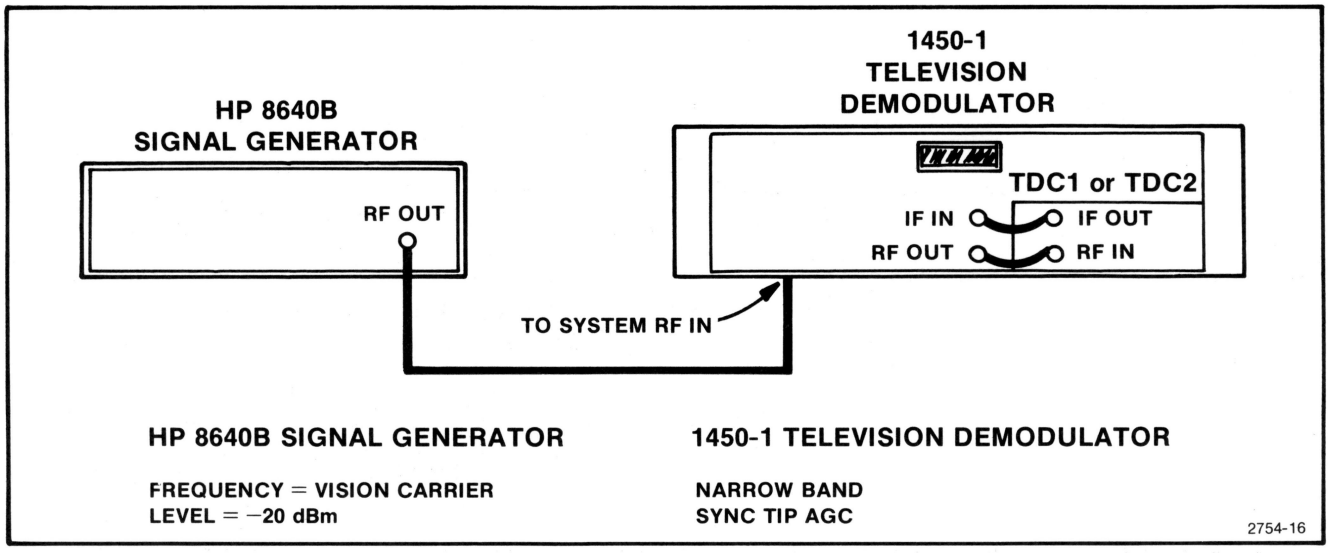

Fig. 4-5. Test Setup for Measuring Input Frequency Range.
a. Connect a generator, such as an HP 8640B, **rf** output to the 1450-1 RF In as shown in Fig. 4-5.